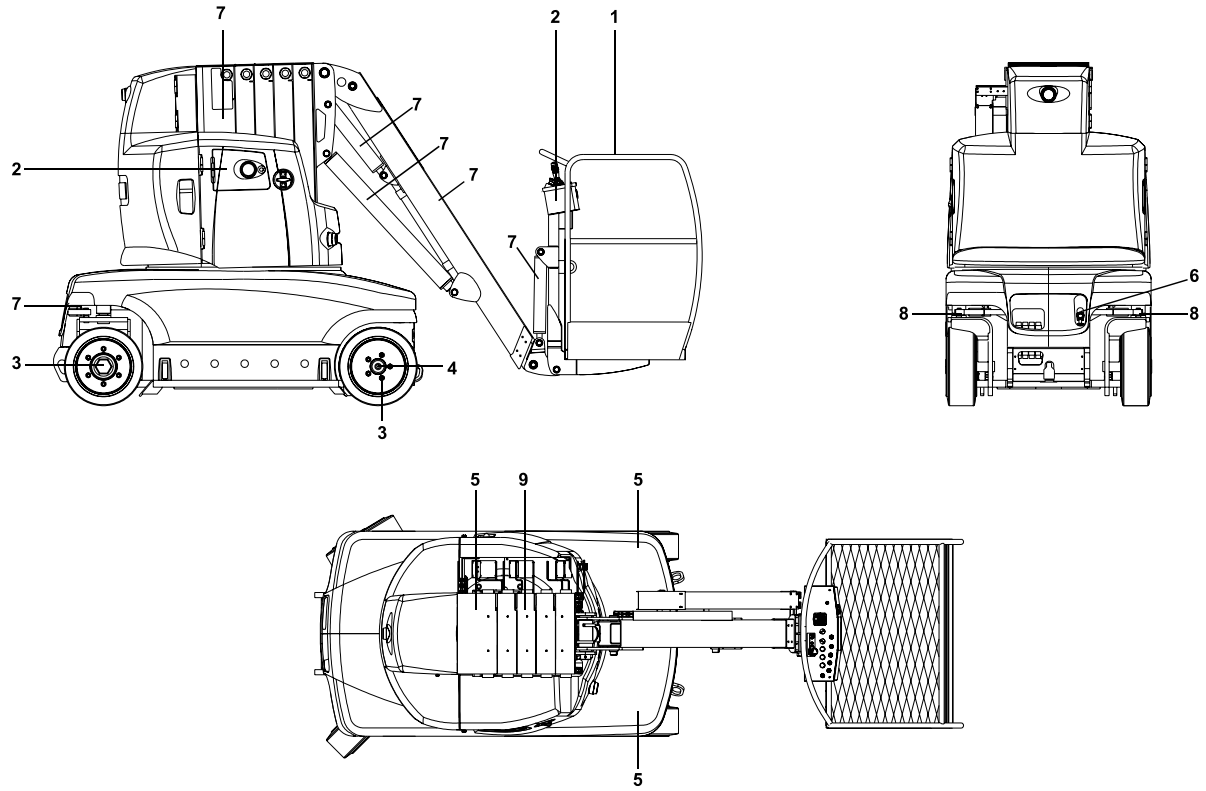

Figure 2-1. Ronde d'Inspection Quotidienne
5. **Ronde d'inspection** - Voir la Figure 2-1.
Commencer la ronde d'inspection par le point 1, voir la Figure 2-1. Poursuivre en contrôlant, dans l'ordre, chaque élément de la liste de vérifications suivante.